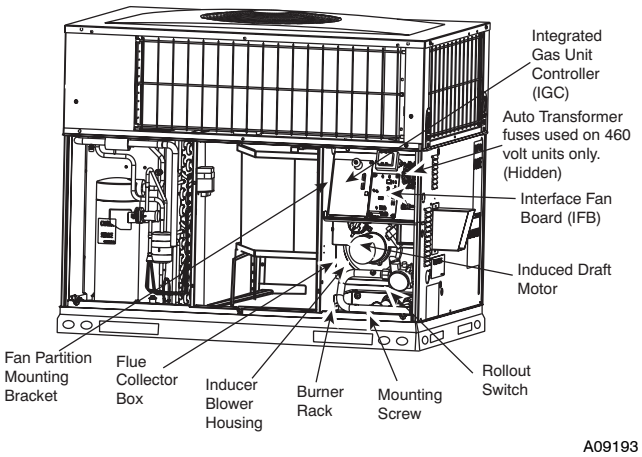

Fig. 19 - Blower Housing and Flue Collector Box
2. Remove the 11 screws holding the flue collector box cover (See Fig. 19) to the heat exchanger assembly. Inspect the heat exchangers.
Unit is equipped with a direct spark ignition 100 percent lockout system. Ignition module (IGC) is located in the control box (See Fig. 19). Module contains a self-diagnostic LED. During servicing, refer to label diagram or Table 5 in these instructions for LED interpretation.
5. Remove fan partition mounting bracket (2 screws located on the left side of control compartment on the fan partition panel). Slide bracket forward, bottom first, to remove. (See Fig. 19.)
7. Remove the mounting screw that attaches the burner rack to the unit base (See Fig. 19).
8. Partially slide the burner rack out of the unit (see Fig. 19 and 22). Remove ignitor and sensor wires at the burner assembly. Remove wires to rollout switch.
9. Slide the burner rack out of the unit (See Fig. 19 and 22).